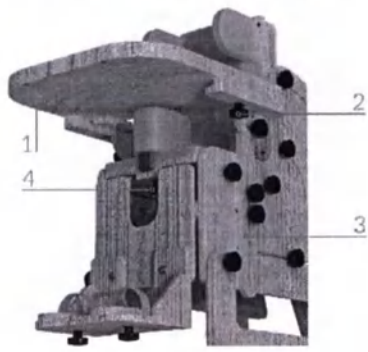

Рис. 7 – Монтаж столика
Столик (рис. 7)
Для регулировки абдуктора (11) используйте барашек (4) (см. рис. 7).